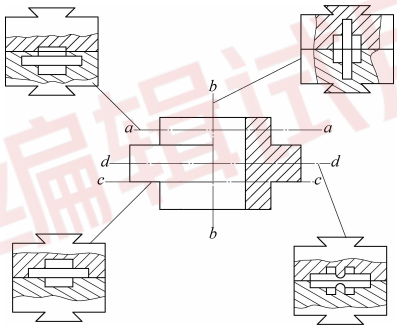

图 1
3、图 1 所示为齿轮模锻件的四种分模方案，试分析各方案的优缺点。（10 分）